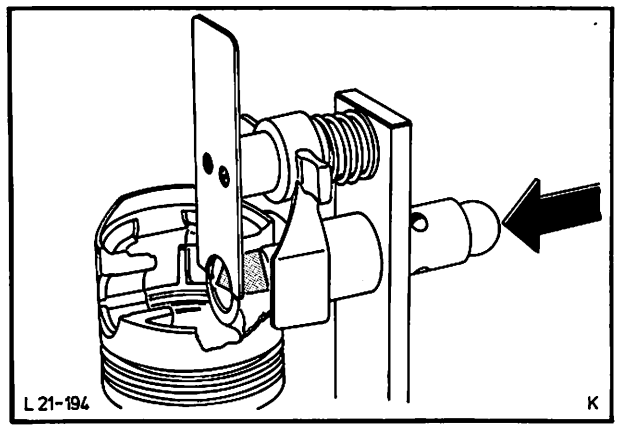

Abb. 294 Führungsbolzen bis zum Anschlag durch das Bolzenauge schieben
5. Kolben mit der Frontmarke (Pfeil oder Kerbe) von der Vorrichtung wegzeigend einspannen. Führungsbolzen bis zum Anschlag durch das Bolzenauge schieben, Abb. 294. Beide Bolzenaugen vorher mit Motoröl einölen.